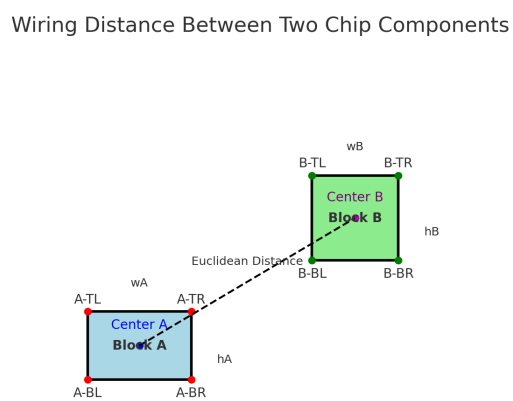

Figure 1
1. **Minimizing the total wiring distance:** Figure 1 above explains how the center-to-center wiring length can be calculated when both the blocks' height, width (wA, hA, wB, hB), and any single pair of corner points are given [suppose, bottom left of A (A-BL) and bottom left of B (B-BL) are given]. This is essentially the Euclidean Distance between